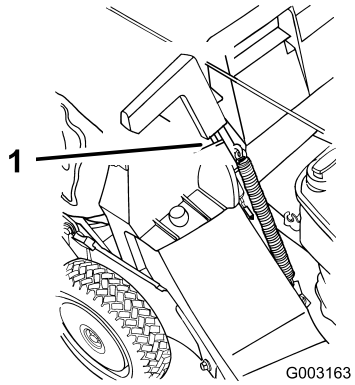

Bild 23
5. Ziehen Sie den Griff der Auswurfkanalklappe nach vorne, bis der Stift aus dem Riegel heraus ist. Bewegen Sie anschließend den Griff rückwärts, bis der Stift in die Korbaussparung einrastet (Bild 23).